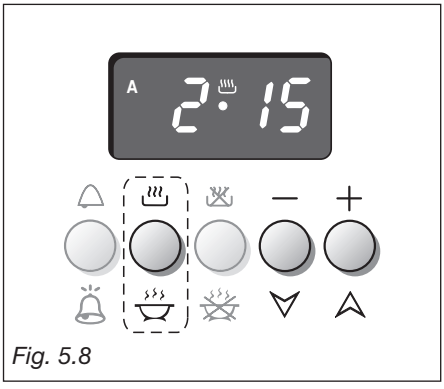

Fig. 5.8
1. Impostare il tempo di cottura premendo il pulsante (⏲) ed poi il pulsante (+) per avanzare, o (−) per arretrare se si ha sorpassato il tempo desiderato (fig. 5.8).